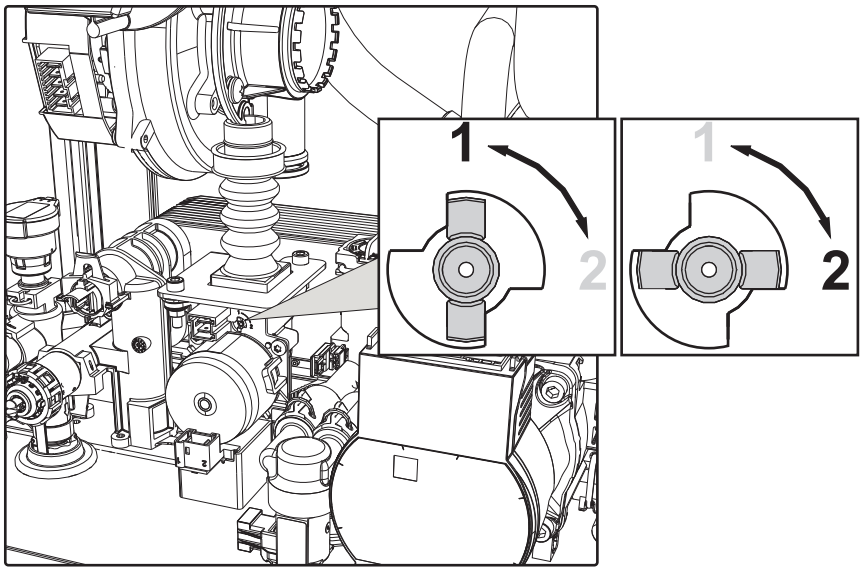

рис. 24
3. Поверните дроссель (рис. 24) в положение, указанное на таблица 7.